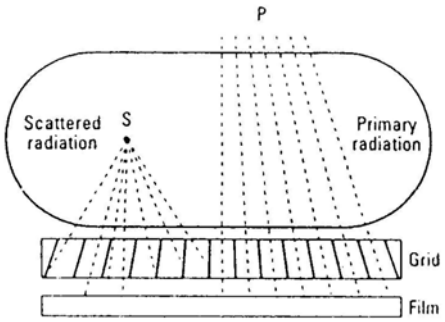

Fig 2.5: Focused grid.
- 'Antiscatter' grid, seen in cross-section in **Fig. 2.5**, consists of thin (0.07 mm) strips of a heavy metal (such as lead) sandwiched between thicker (0.18 mm) strips of interspace material (plastic, carbon fiber, or aluminum, which are transparent to X-rays), encased in aluminum or carbon fiber.
- In a focused grid the strips are tilted progressively from the center to the edges of the grid "when viewed in cross-section" so that they all point toward the tube focus, as in **Fig. 2.5.** (*N.B. most grids used in radiology are focused*)